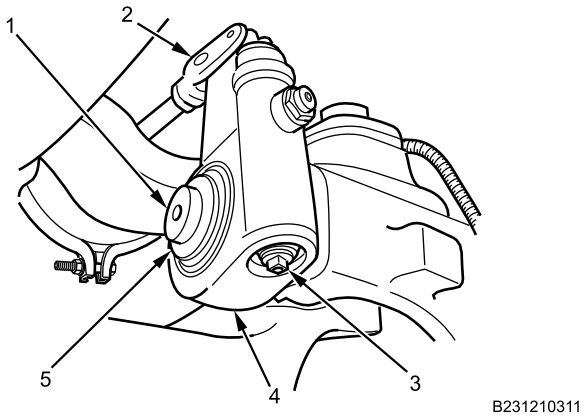

Figure 2. Snapring Removal.
3. Remove snapring (Figure 2, Item 5) and washers from brake S-camshaft (Figure 2, Item 1).
4. Rotate manual adjusting nut (Figure 2, Item 3) counterclockwise until slack adjuster clears clevis rod (Figure 2, Item 2).
5. Remove slack adjuster assembly (Figure 2, Item 4) from brake S-camshaft (Figure 2, Item 1).